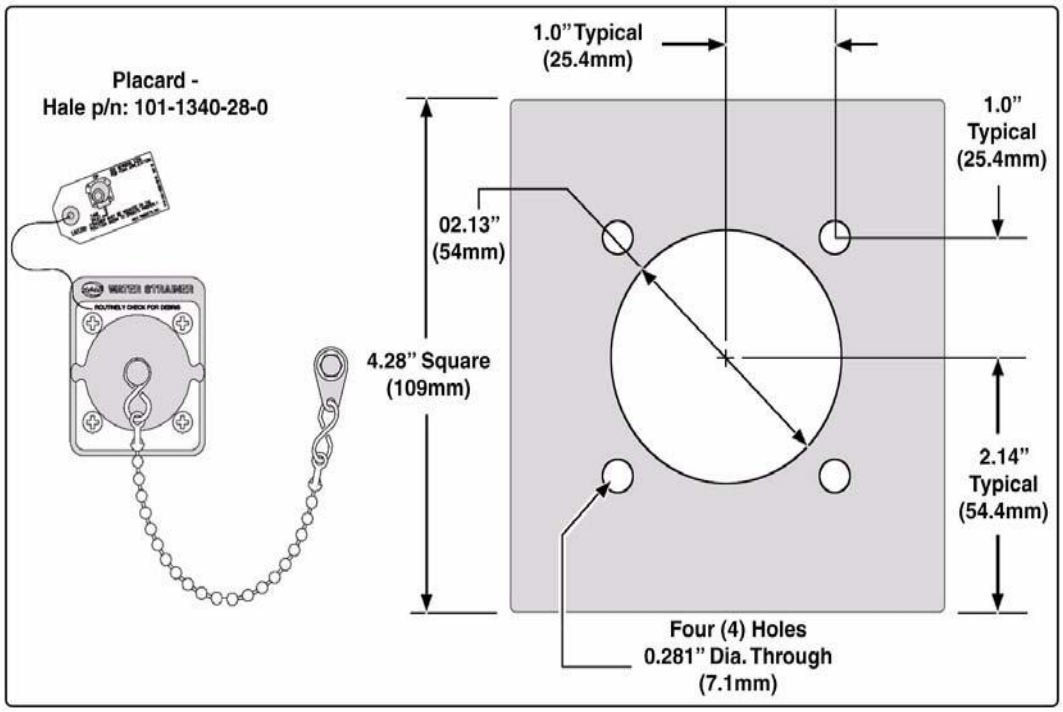

Figure 22 Water Strainer Cut-out
- The CAFS system cooling water strainer is mounted to the pump panel through a 2-1/8” (54 mm) hole, with the supplied placard as shown in **Figure 22**.